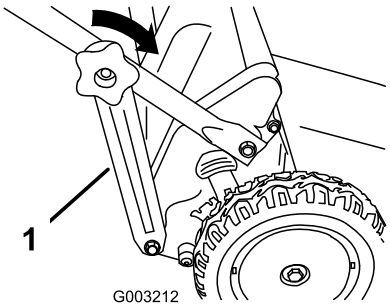

Figura 6
5. Fije los soportes del manillar (Figura 6) a los lados del manillar inferior.